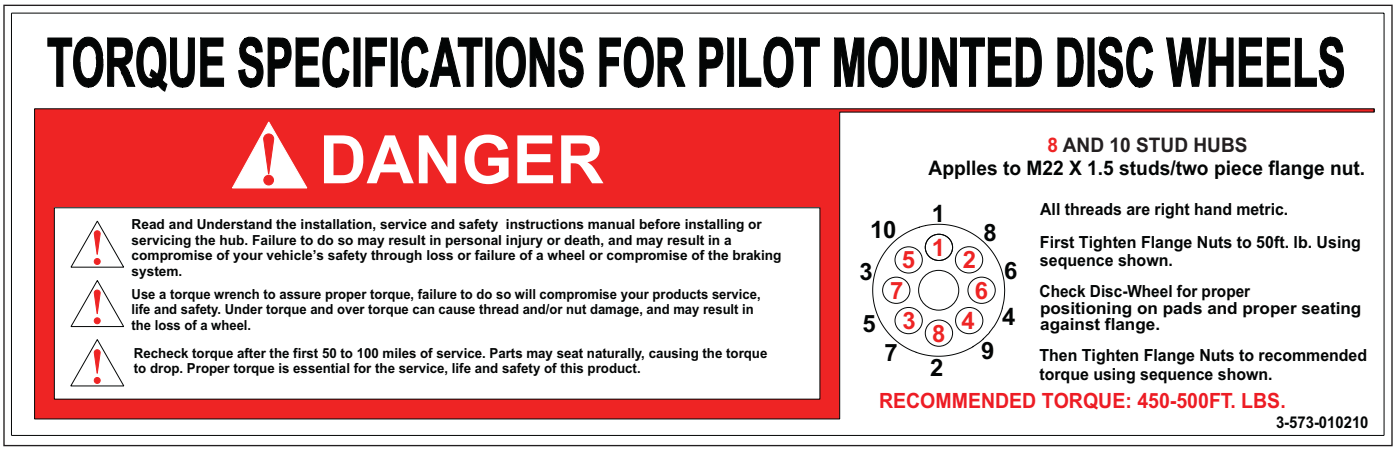

Figure 4-18: Stud Tightening Sequence
4. Install the flange nut and tighten to 50 foot-pounds using the sequence in ***See Figure 4-18.*** Then tighten to full torque of 500 to 550 foot-pounds.
Improper tightening sequence	Follow proper tightening sequence (***See Figure 4-18***)